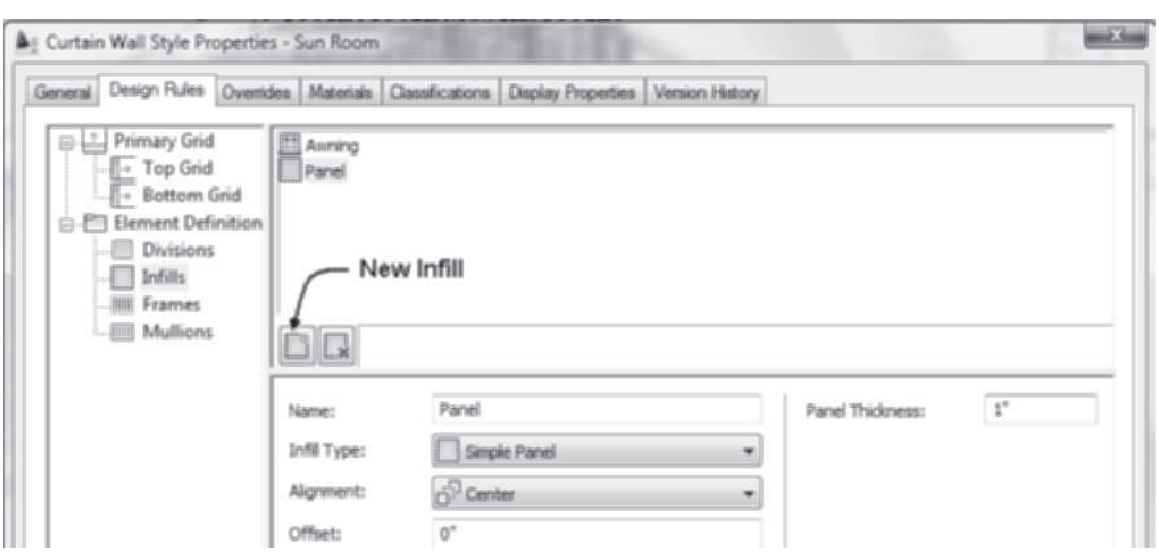

FIGURE 6.44 *Creating the panel infill*
10. Verify that Infills category is selected in the left pane, and choose the **New** button in the right pane. Edit the properties of the new infill as follows: Name = **Panel**, Infill Type = **Simple Panel**, Alignment = **Center**, and Panel Thickness = **1 [25]** as shown in Figure 6.44.